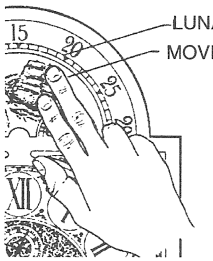

Fig. 8
2. By applying slight pressure with your hand, rotate the moon disc clockwise until the moon is directly below the #15 (Fig. 8).